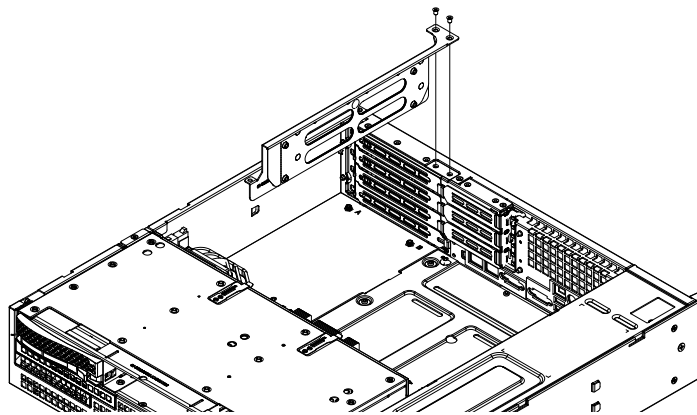

Figure 5-12. Riser Card Bracket
4. Insert the riser card(s) into the motherboard expansion slot(s) while aligning the riser card bracket with the rear of the chassis. Secure the bracket with screws (Figure 5-12).